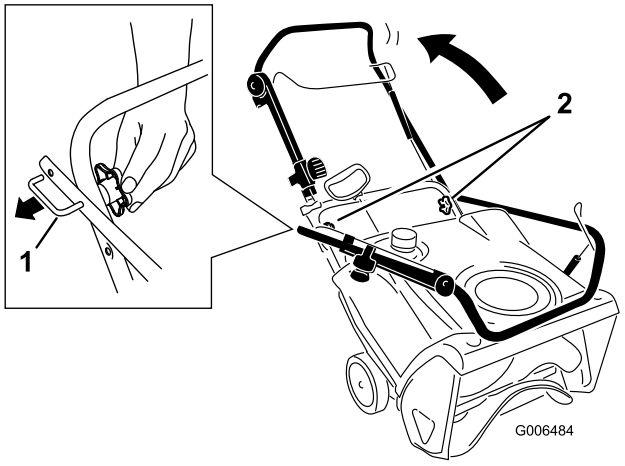

Figur 4
1. Løsn håndtagsknapperne, træk de U-formede håndtagslåse ud, indtil du kan bevæge håndtaget frit, og roter håndtaget til betjeningsposition (Figur 4).